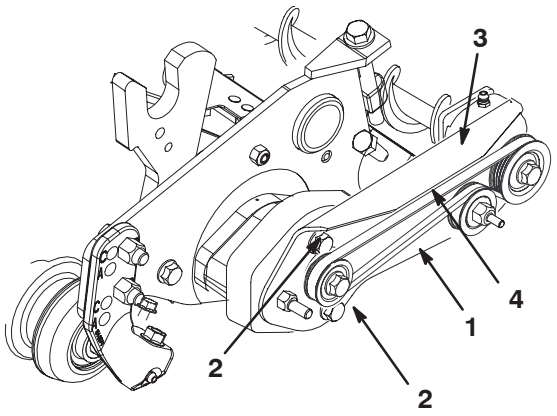

Figure 9
29. Install belt over pulleys as shown in figure 9.
30. Using about 5 lbs of force, **pull up** on top of brush plate to initially set belt tension. Tighten 5/16" flange bolts securing brush plate to end weight (1/2" deep well socket) (Fig. 9).
31. Check belt tension. Correct belt tension should have approximately 0.25" deflection at the center of the belt with 2 lbs of force applied (Fig. 9).